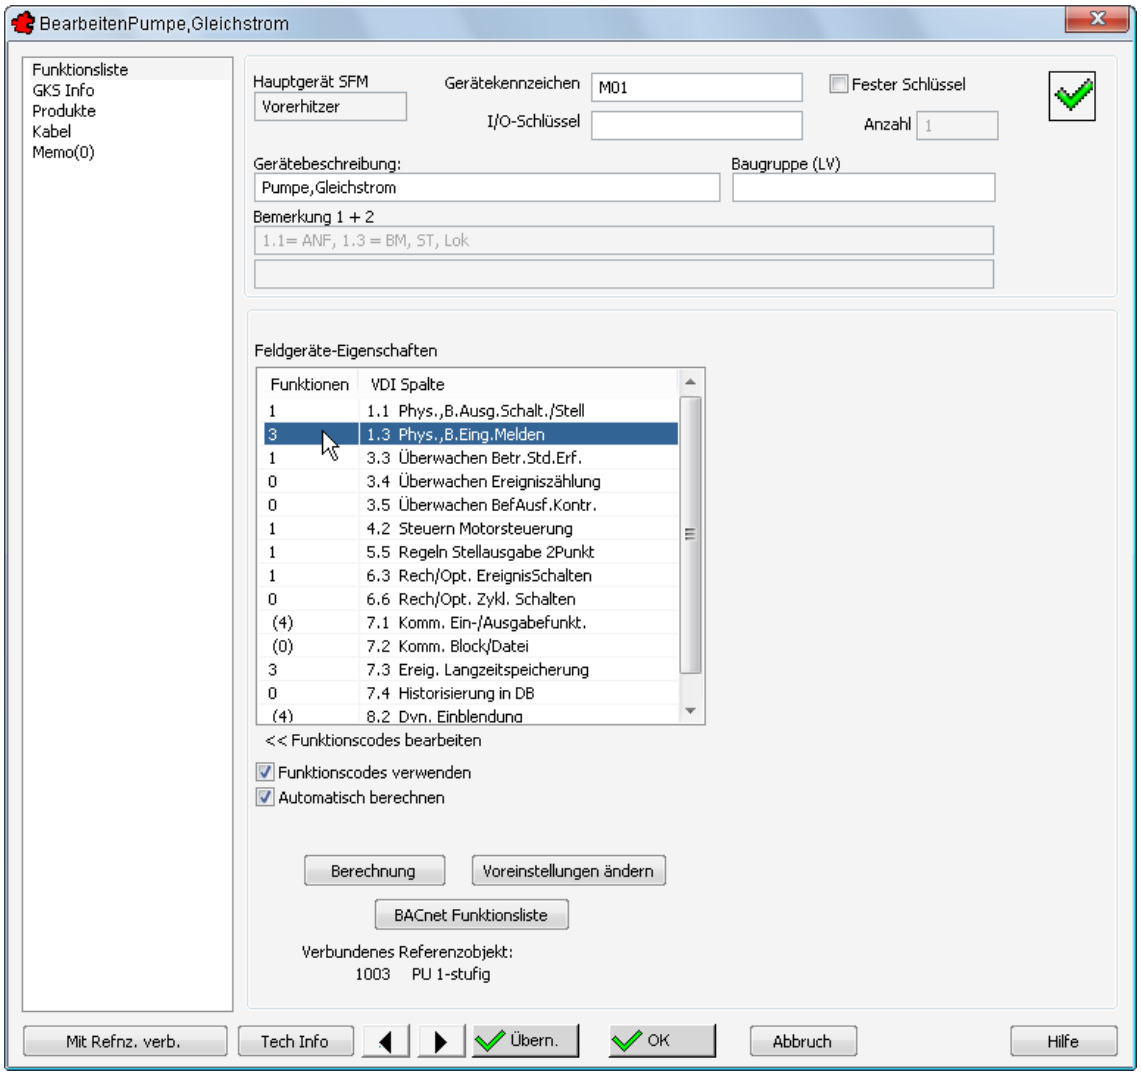

Bild 24.40 – Definition des Funktionscode-Textes für den Benutzerschlüssel
- Wählen Sie die Rubrik *Funktionsliste* (Abb. 24.40).